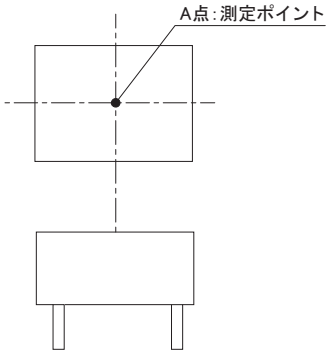

図7.1　TUHSシリーズ温度測定箇所
■図7.1で示すA点の温度を、表7.1で示す温度以下となるようにお使いください。